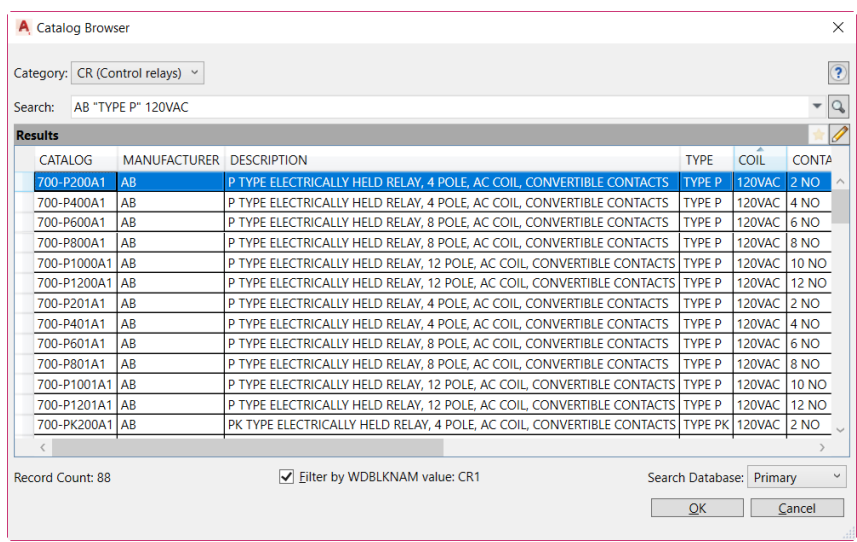

Figure 6-58 *The* ***Catalog Browser*** *dialog box*
3. Choose the **Catalog Lookup** button; the **Catalog Browser** dialog box is displayed, as shown in Figure 6-58.